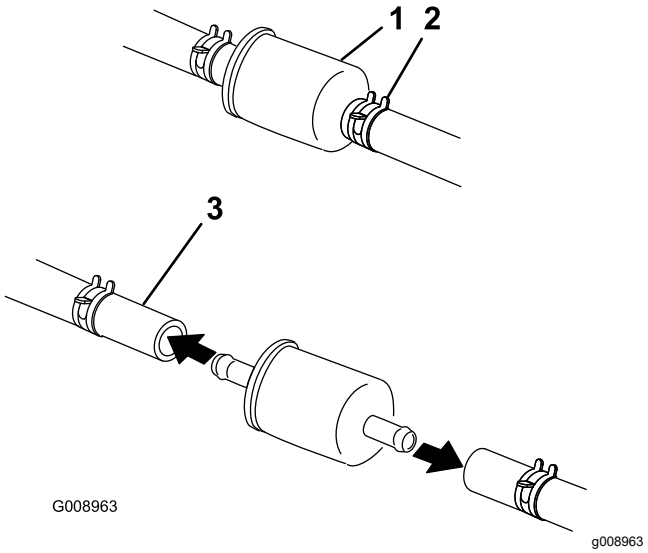

**Figuur 40**
4. Druk de uiteinden van de slangklemmen naar elkaar toe en schuif ze weg van het filter (Figuur 40).